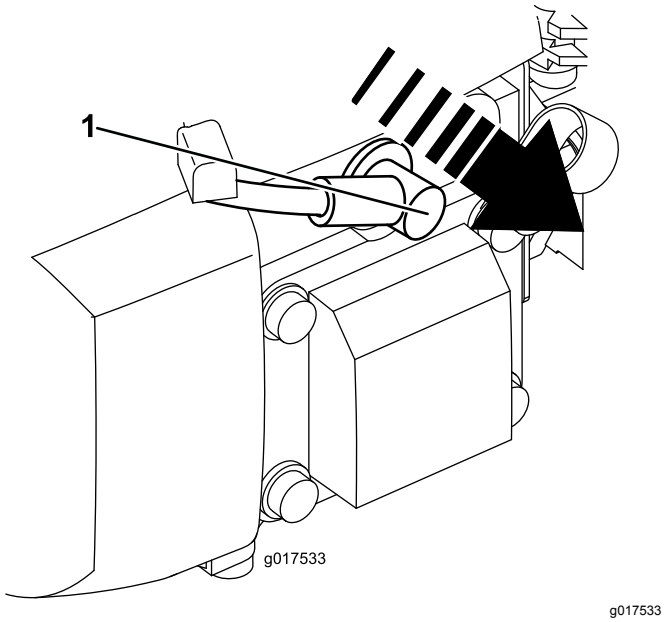

Rysunek 17
2. Przed wykonaniem którejkolwiek z procedur konserwacyjnych odłącz kabel świecy zapłonowej od świecy (Rysunek 17).